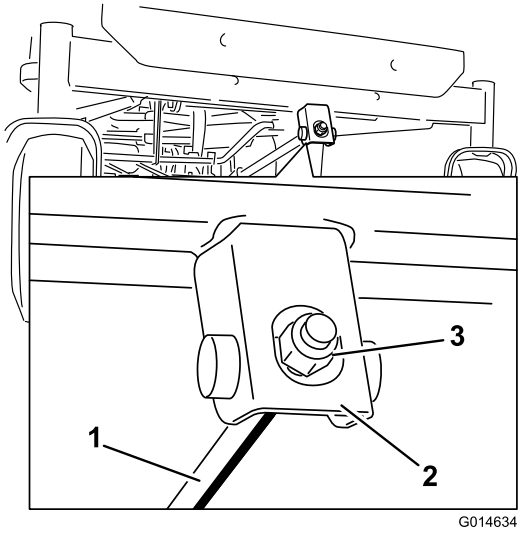

Figur 64
6. Vrid på justeringsmuttern framtill på klipparen för att justera knivens främre-bakre lutning (Figur 64).